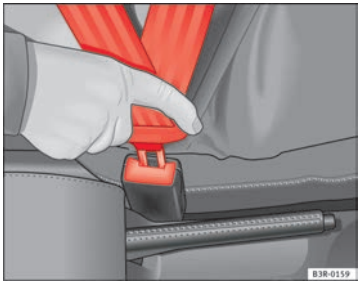

Fig. 11 Belt buckle and latch plate of seat belt
– Insert the latch into the buckle for the appropriate seat and push it down until it is securely locked with a click ⇒ fig. 11.